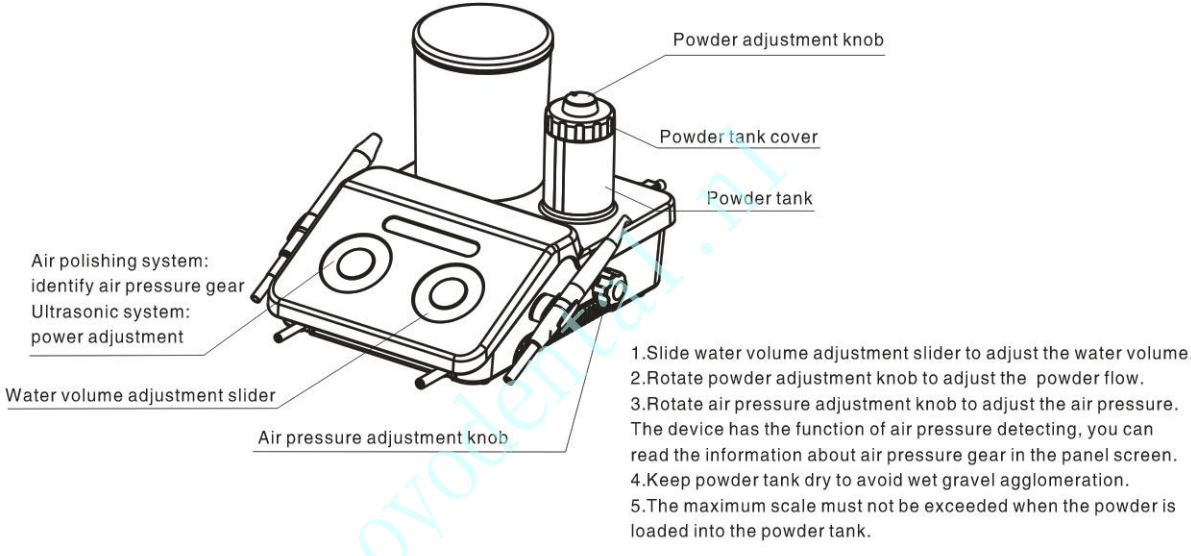
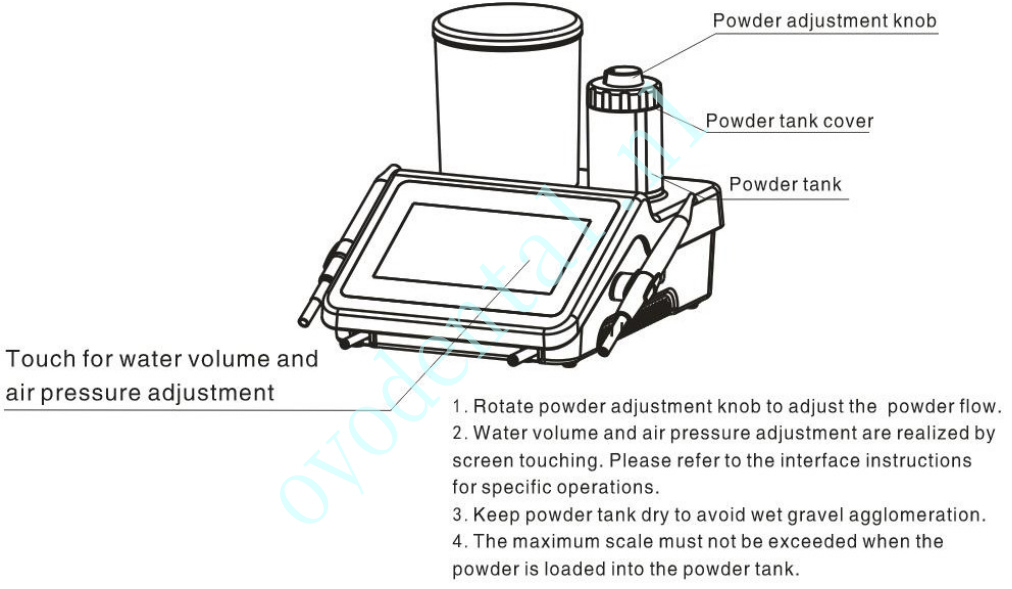

Afbeelding 15 DQ-40
Afbeelding 16 DQ-80
3、Vul de doorzichtige waterfles met de juiste hoeveelheid water en plaats de waterfles in de houder boven het hoofdapparaat (Afbeelding 15, Afbeelding 16).
① Doe een geschikte hoeveelheid poeder in de poedertank (de hoeveelheid poeder moet tussen de markeringen „Max“ en „O“ op de poedertank blijven), draai vervolgens het deksel van de poedertank vast en plaats de poedertank in de houder direct boven het hoofdapparaat.
② Pak het luchtpolijsthandstuk op; het bedieningspaneel schakelt dan automatisch over naar de luchtpolijstmodus.
③ Als het apparaat een DQ-40 is, stel dan de luchtdrukknop in door de schuifregelaar voor het watervolume te verschuiven (zie afbeelding 15 voor meer informatie). Als het apparaat een DQ-80 is, stel dan het watervolume in door op de knop „+“ of „-“ voor het watervolume op het aanraakscherm te drukken, en stel de luchtdruk in door op de knop „+“ of „-“ voor het vermogen te drukken. Richt de spuitmond op het zwembad, trap op de „1“-knop van de voetschakelaar en controleer vervolgens of de spuitmond normaal gas, zandpoeder en waternevel kan verstuiven voordat u het apparaat gebruikt.
④ Draag een veiligheidsbril en plaats gaas op het gezichtsscherm van de patiënt vóór de zandstraalbehandeling. Gebruikers dienen een veiligheidsbril of een beschermend masker te dragen.
⑤ Over het algemeen wordt het handstuk vastgehouden in de penhouding.